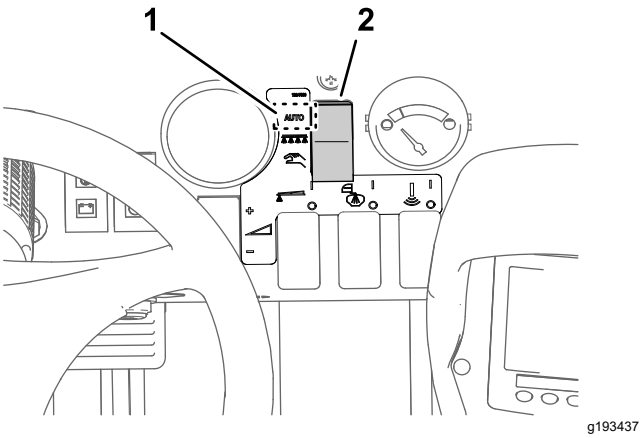

Figura 38
3. Acione o botão do modo de pulverização para o Modo de taxa de aplicação (Figura 38).